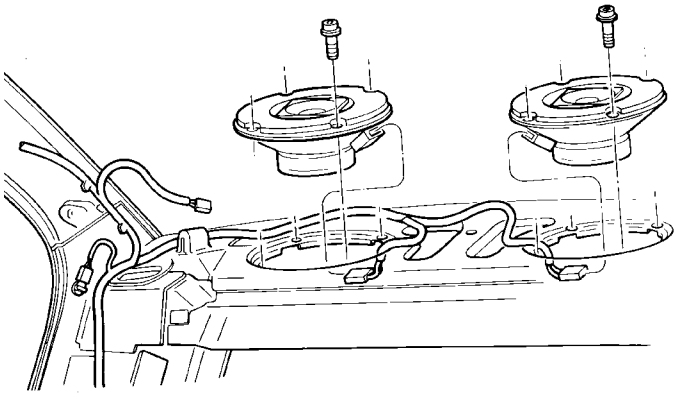

Fig. 10 Altavoces del anaquel trasero
(4) Retire los cuatro tornillos de retención del altavoz (Fig. 10).
(5) Retire el altavoz y desconecte el conector del cable.